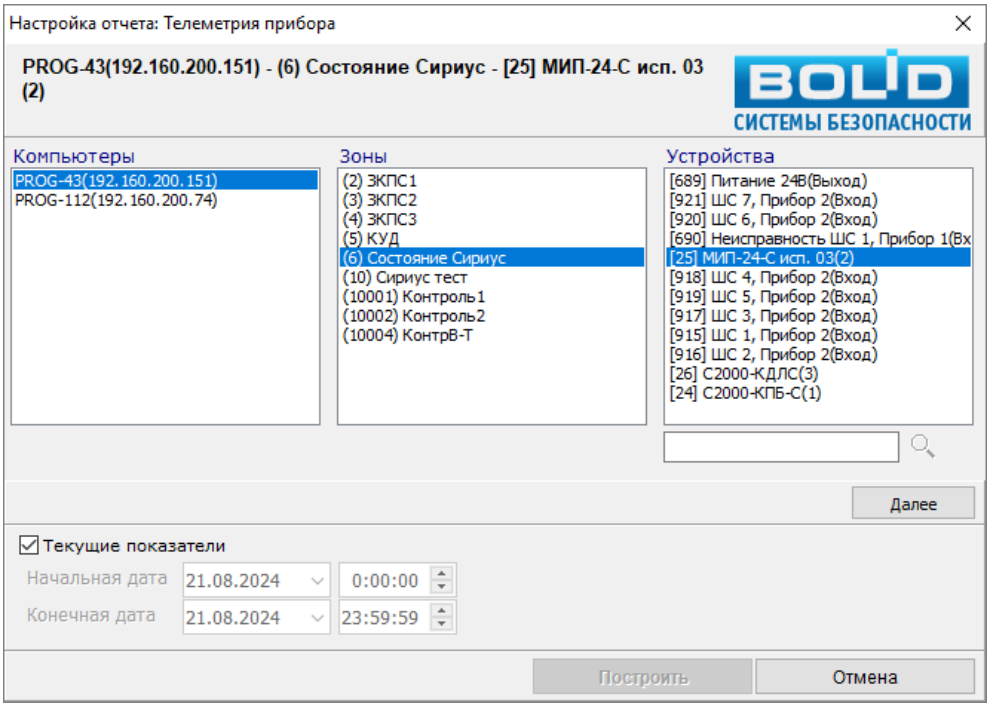
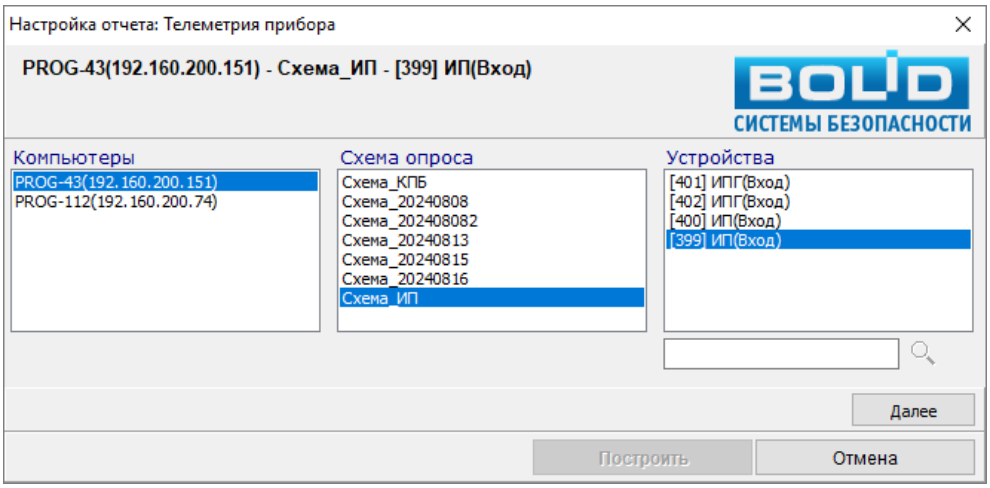

Рисунок 12-177 Страница выбора устройства окна настроек отчета "Телеметрия прибора" на основании общих данных
Рисунок 12-178 Страница выбора устройства окна настроек отчета "Телеметрия прибора" на основании данных по схеме ВСС
На этой странице отображаются поля (см. Рисунок 12-177, Рисунок 12-178), в которых необходимо по порядку (начиная с поля слева) выбрать необходимые для формирования отчета элементы. Описание полей приведено в таблице ниже (Таблица 12-23).
(1) Поле «Зоны» отображается на странице выбора устройства окна «Настройка отчета» при формировании отчета на основании общих данных сбора статистики (см. Рисунок 12-177).
(1) Поле «Схема опроса» отображается на странице выбора устройства окна «Настройка отчета» при формировании отчета на основании данных по схеме ВСС (см. Рисунок 12-178).